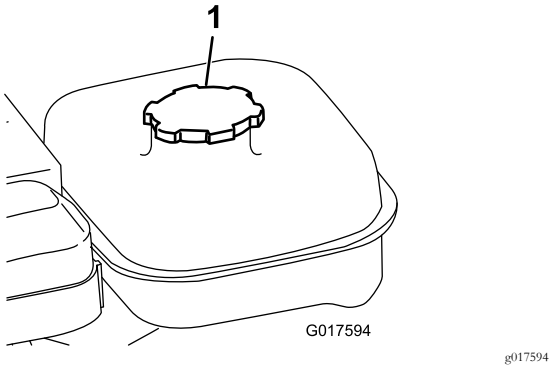

**Figur 17**
1. Rengør området omkring brændstoftankens dæksel, og fjern dækslet fra tanken (Figur 17).